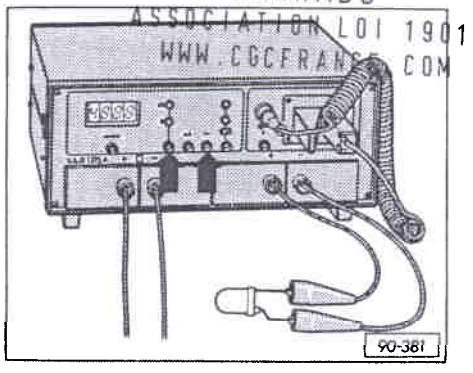

FIG. 5 CONTRÔLE DE LA DIODE ÉLECTROLUMINESCENTE
- CONTRÔLE DE LA DIODE ÉLECTROLUMINESCENTE ==> FIG. 5
- CONTRÔLE DE LA DIODE ÉLECTRO-LUMINESCENTE ==> FIG. 5